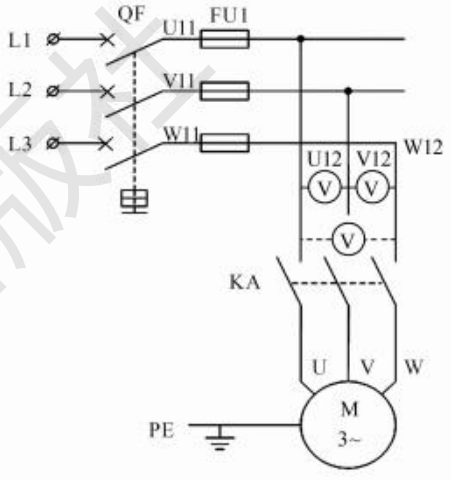

图 1－7　主电路故障分析示例图
①用电阻测量法检查故障时，一定要先切断电源。
②所测量电路若与其他电路并联，须将该电路与其他电路断开，否则所测电阻值不准确。
③测量高电阻电气元件时，要将万用表的电阻挡转换到适当挡位。
②主电路故障分析与检修：在 KA 能够正常吸合动作，而电动机不启动运转的情况下，就可以断定故障出在主电路或电源电路。按照下述方法进行检修：在合上电源开关 QF 的情况下，将万用表打至“交流电压 500 V”挡位，分别测量 KA 触点上端的 U12、V12、W12 每两相之间的电压，如图 1－7 所示。